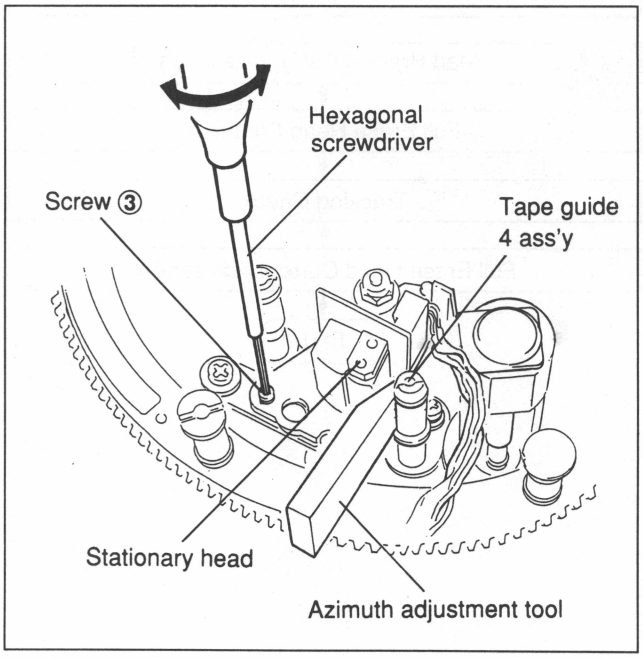

Fig.7-22-4 Azimuth Adjustment
(2) Azimuth adjustment as shown in Fig. 7-22-4, put an azimuth adjustment tool between the guide roller of tape guide 4 and stationary head. Adjust screw ③ so that the clearance between the guide roller and stationary head is parallel with the guide roller as reference.